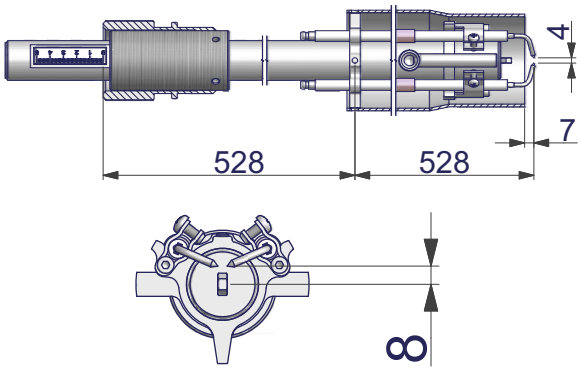

Рис. 30
- Проверьте запальный электроды, очистите, отрегулируйте и, при необходимости, замените (см. Рис. 30).
Отрегулировать положение электродов и форсунки, соблюдая размеры, указанные на Рис. 30.